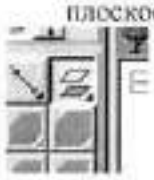

Рис. 83
6. Постройте шпоночный паз. Для выполнения эскиза шпоночного паза необходимо задать плоскость. Такой плоскостью может служить ***Смещенная плоскость***, удаленная от фронтальной плоскости на расстояние равное радиусу цилиндрической поверхности (можно также построить касательную плоскость). Активизируйте кнопку ***Смещенная плоскость***, рис. 83.